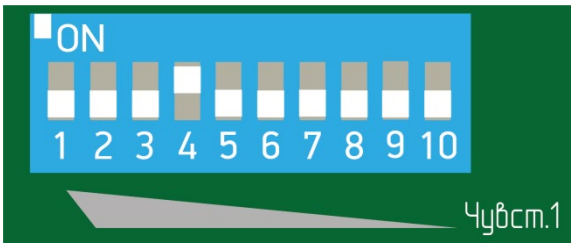

Рисунок 7.15
– при отсутствии тревожного извещения увеличить чувствительность, установив флажок 4 переключателя регулировки чувствительности в положение «ON» (верхнее положение), все остальные флажки в нижнее положение (рисунок 7.15) и повторить попытки несанкционированного проникновения через заграждение по выше указанной методике.